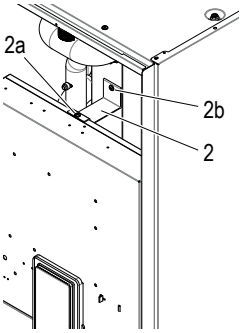

fig. 17 - vista senza pannello frontale
- svitare la vite superiore (part. 2a - fig. 17)
NB: E' possibile rimuovere la staffa di bloccaggio posteriore (part. 2 - fig. 17) svitando la vite (part. 2b - fig. 17).